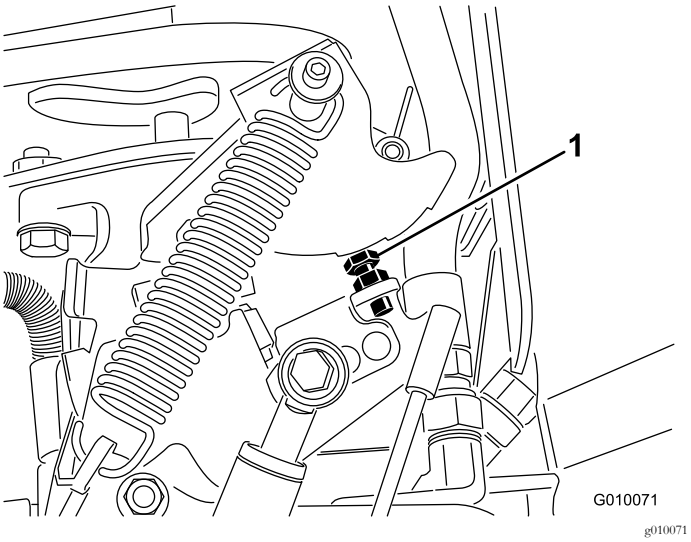

**Figur 66**
6. Hvis det er nødvendig med justering, vri pumpens stoppbolt (Figur 66) nærmere til stoppeplaten for å redusere hullavstanden eller vri stoppbolten vekk fra stoppeplaten for å øke hullavstanden.